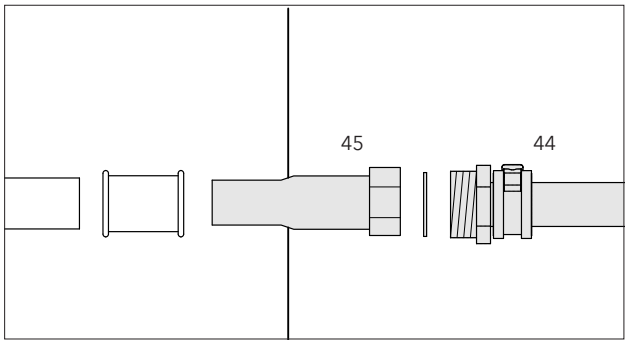

*Abb. 23 Anschluss am Messingrohr (**44**) des Nachheiz-Anschlusssets flachdichtend über Kombitülle (**45**) mit anschließender Pressverbindung.*
- Flachdichtende Installation von Kombitüllen wahlweise mit anschließenden Pressfittings (siehe Abb. 23) oder Lötfittings. Alternativ sind Klemmringverschraubungen verwendbar.
- Flachdichtende Verschraubung 3/4" auf Kupferrohr 18 mm oder 22 mm (z. B. Wagner & Co Kombitüllenset wie in Abb. 23) zum Anschluss an den Kugelhahn des Primärkreis-Vorlaufs verwenden.
- Kalt- und Warmwasser-Anschluss werden stationsseitig analog zu Abb. 23 über flachdichtende Verschraubungen, entsprechend dem erforderlichen Leitungsquerschnitt, ausgeführt.
- Der Anschluss oberhalb der Zirkulationspumpe wird analog zu Abb. 23 über Kombitüllen (nicht im Lieferumfang) ausgeführt.
Die externen Anschlüsse des Heizkreises werden entsprechend dem Anschluss des Nachheizanschlusssets bei der Speichermontage über Kombitüllen ausgeführt (vgl. Abb. 23):
Die externen Anschlüsse des Solarkreises werden analog zur Abb. 23 über flachdichtende Verschraubungen wie z. B. Kombitüllen ausgeführt: